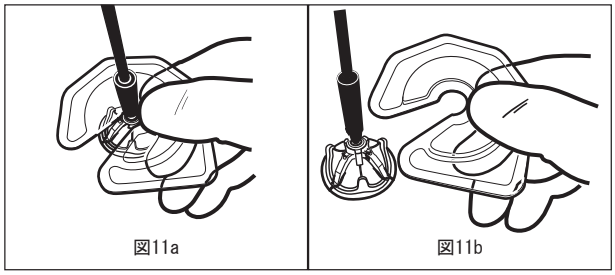

図11a　図11b
8. 弁から支持枠を外すには、支持枠をつかんで、ハンドルが取り付けられたホルダーから引っ張って外します（図11a、11b）。